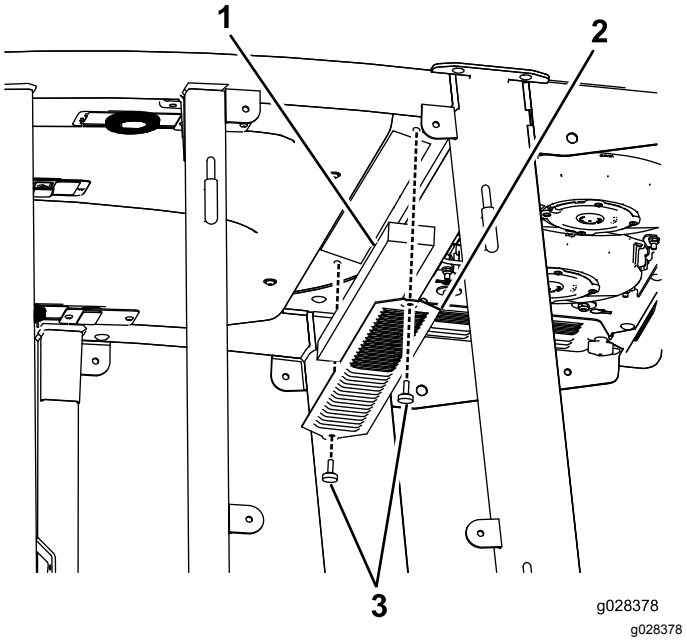
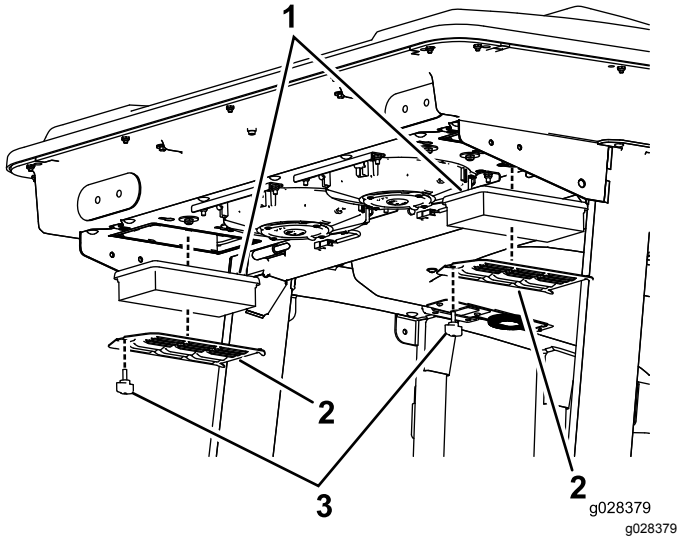
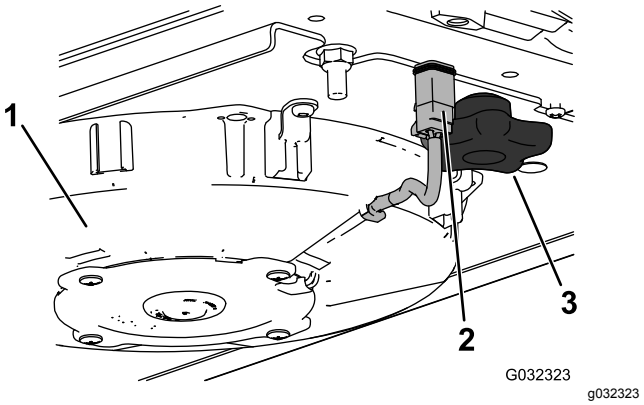
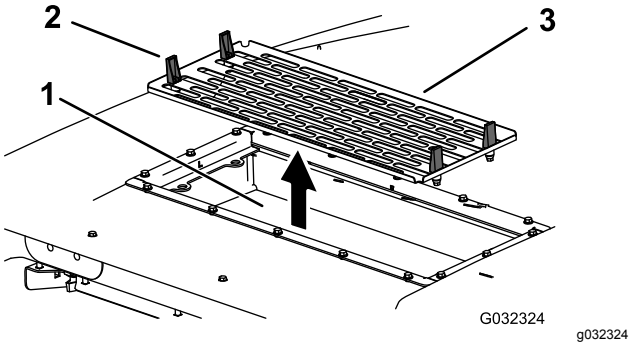

Figuur 117
Figuur 118
Figuur 119
Figuur 120
1. Verwijder de schroeven en de roosters van boven de luchtfilters in en achter de cabine (Figuur 117 en Figuur 118).
5. Verwijder de luchtfilters (zie Figuur 118).
7. Plaats de luchtfilters, het scherm en de ventilator (Figuur 118, Figuur 119 en Figuur 120).
8. Koppel de draden van de ventilators af (Figuur 119).